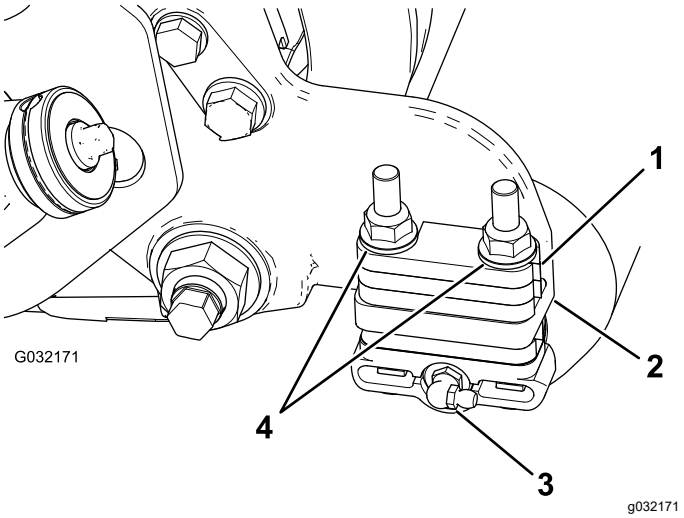

図 6
1. ローラブラシハウジングのついているカッティングユニットの側面からグリスフィッティングを外す図 6。
3. 各ローラブラケットをサイドプレートに固定しているフランジロックナット2個を取り外す。また **サイドプレートの取り付けフランジに 6mm のスペーサが取り付けてある場合はそれらをすべて取り除く** 図 6。